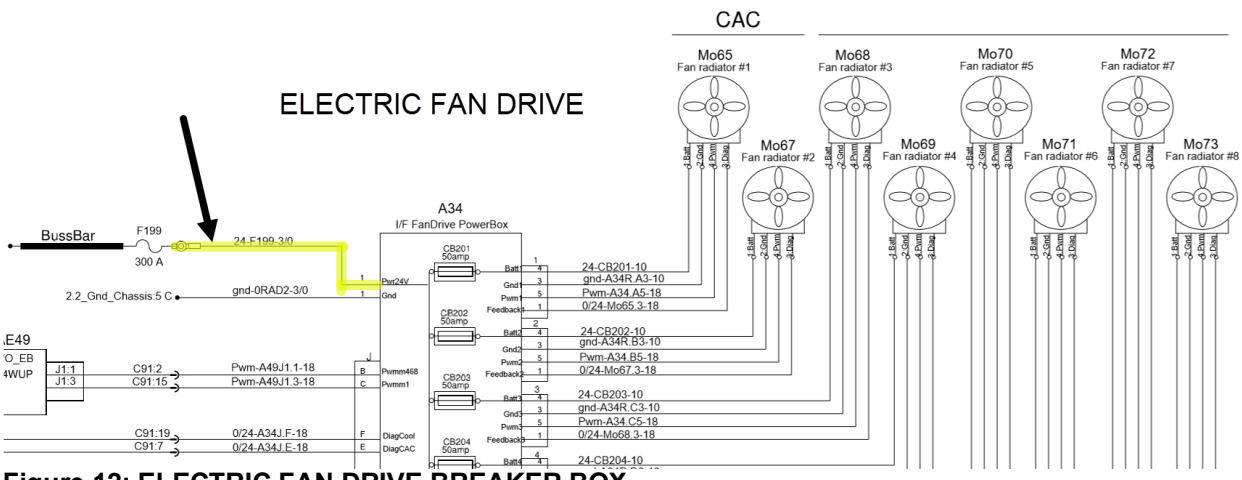

**Figure 12: ELECTRIC FAN DRIVE BREAKER BOX**
- From the electric fan drive breaker box up to fuse F199 in main power compartment (Figure 12)